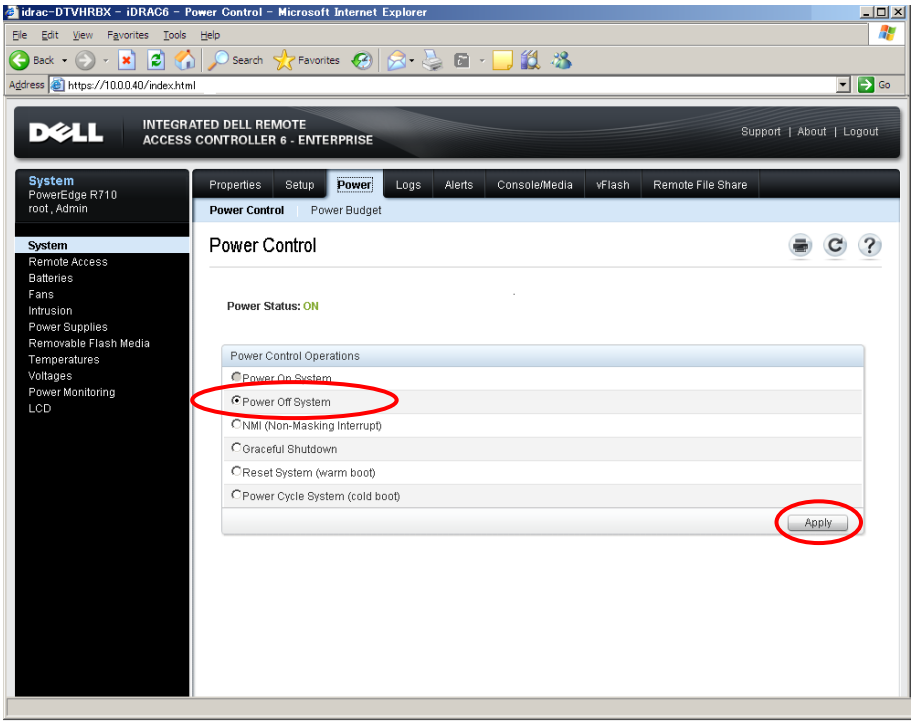

Figure B.2.5-17 Power Control Window
(21) The power control window is displayed as shown in Figure B.2.5-17.
(23) After confirming that the power indicator of the node is turned off, press [Logout] on the upper right of the power control window as shown in Figure B.2.5-17 and log out.
(24) Proceed to "Set Up '3.2 The node Status Confirmation before Installation' (SETUP 03-0010)".